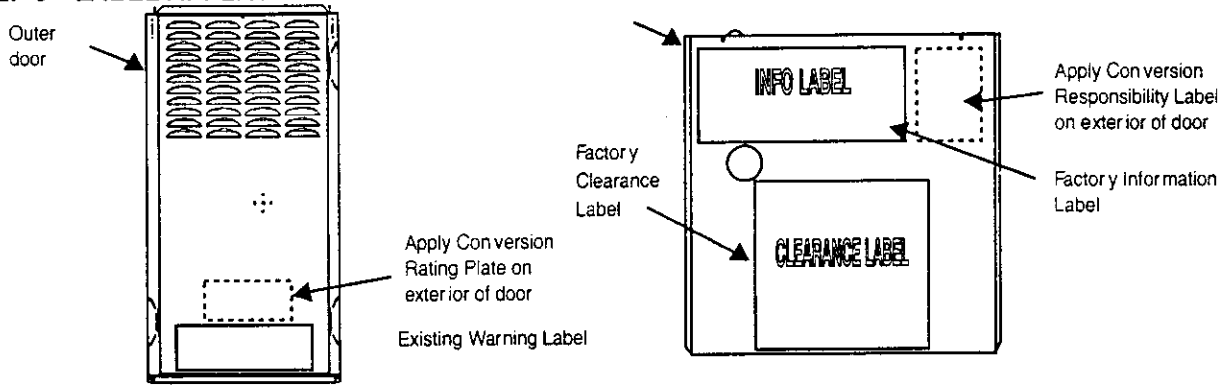

Fig. 10—Label Application A02203
1. Fill in Conversion Responsibility Label (327697-205) and apply to Blower Access Door of furnace as shown. (See Fig. 10) Date, name, and address of organization making this conversion are required.